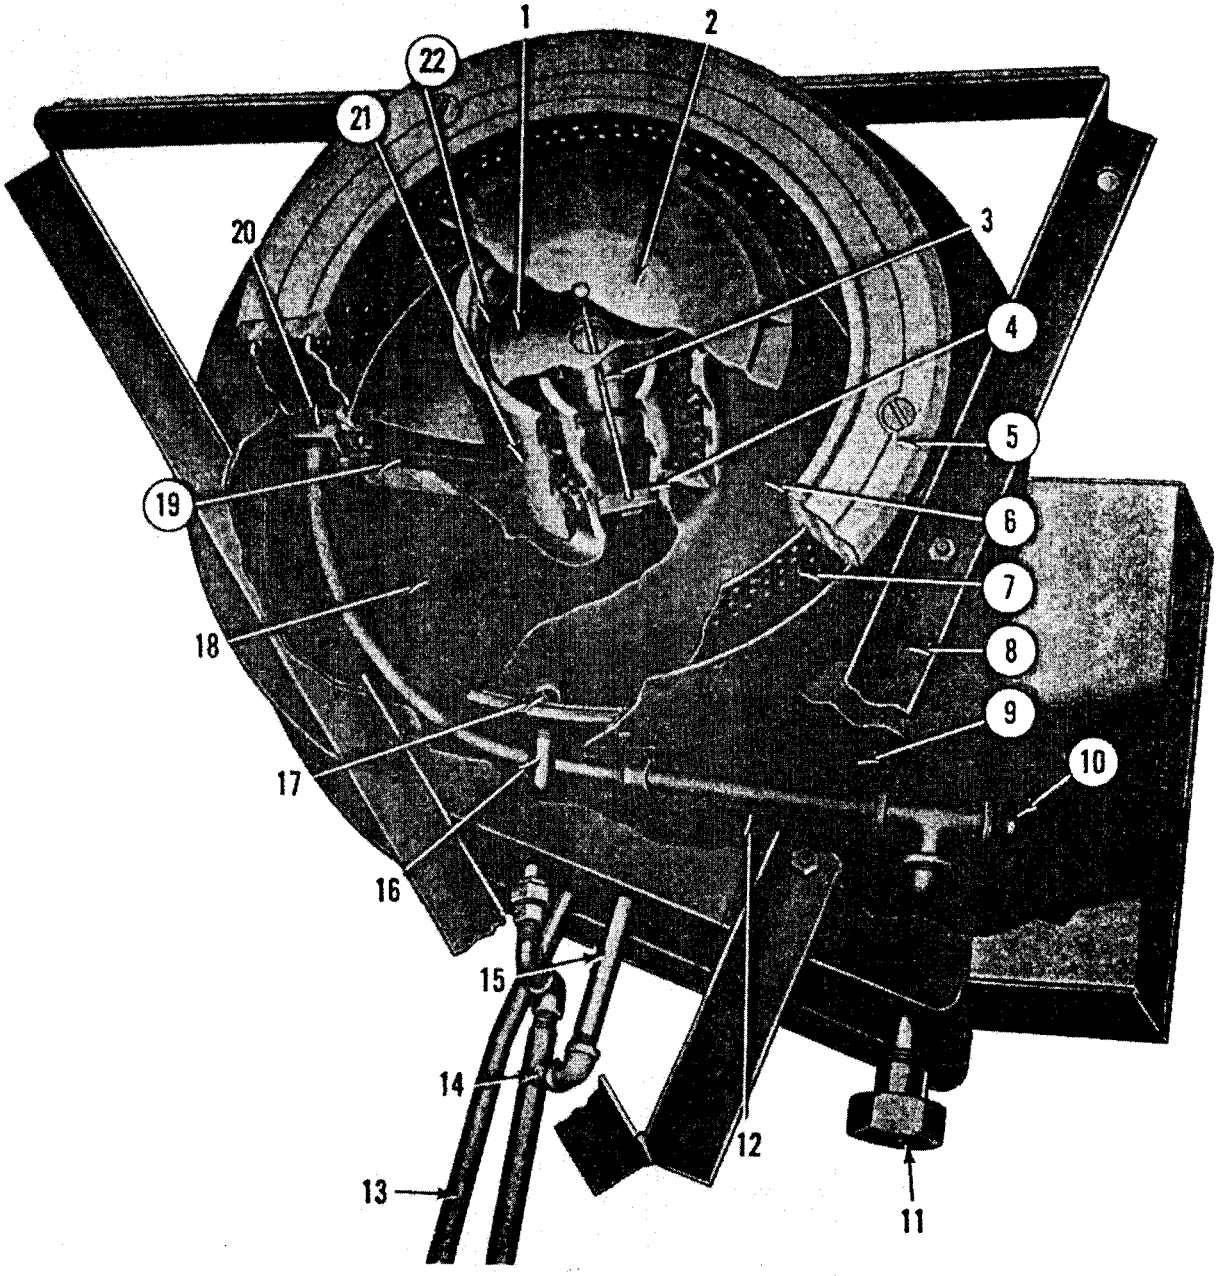
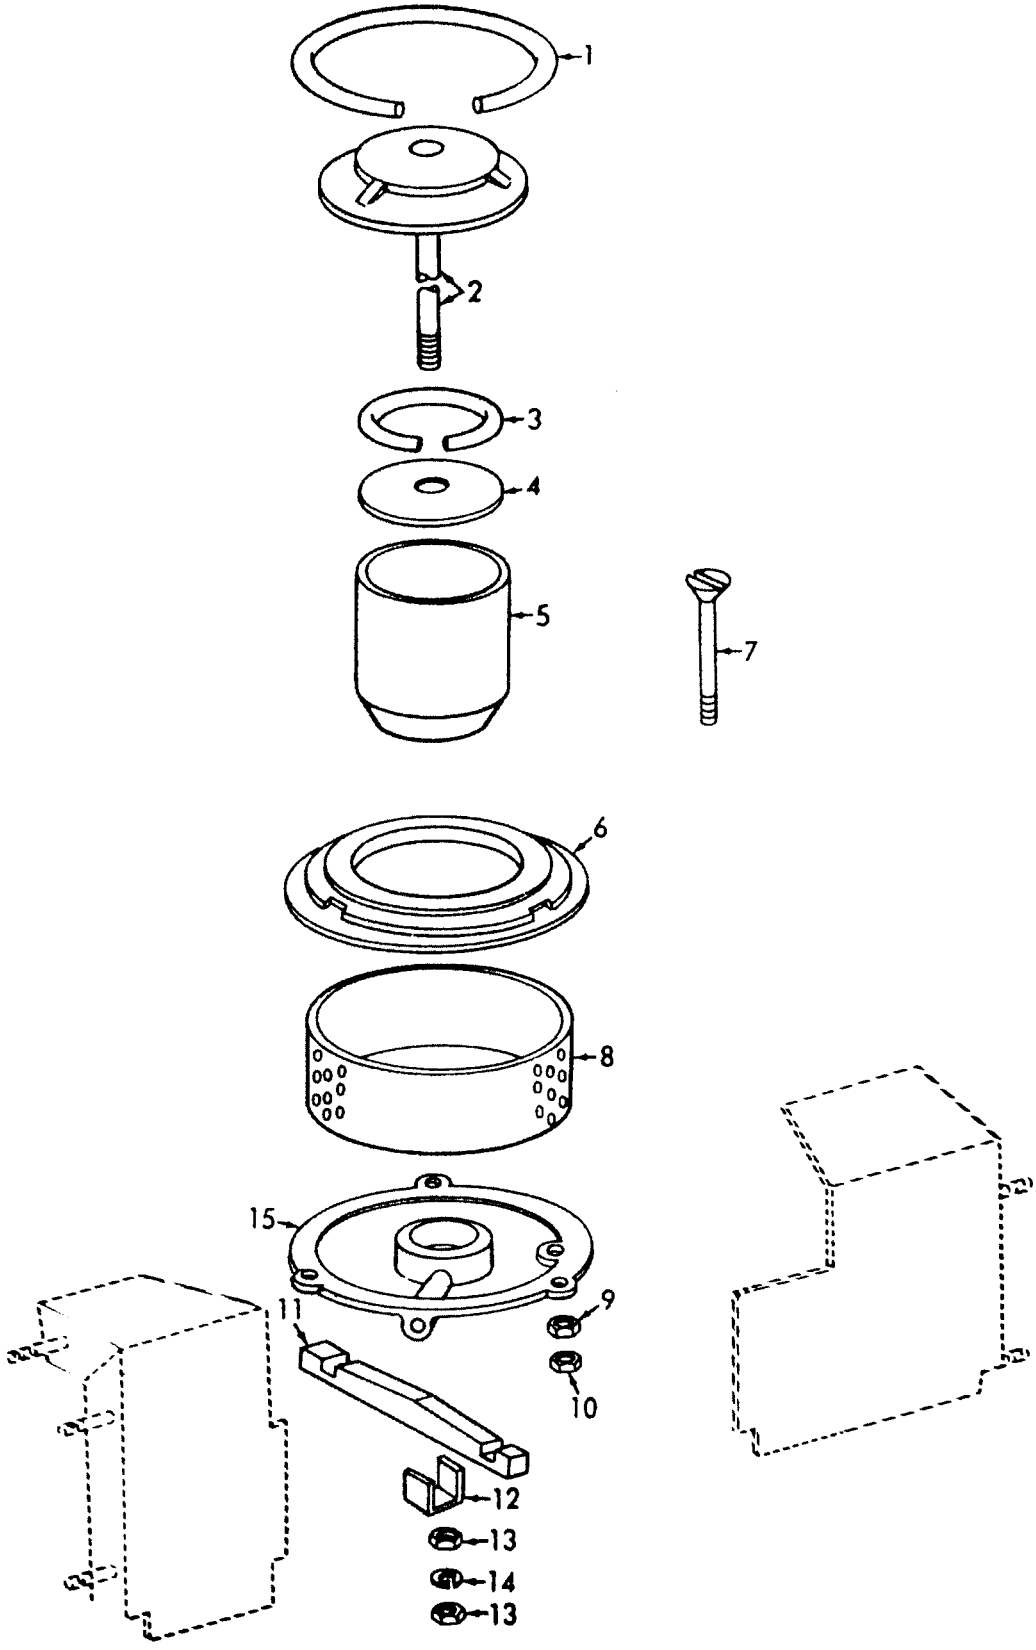

Figure 5-4. Burner, cutaway view.
Figure 5-5. Burner assembly, exploded view.
(1) Separate the gasket from the burner assembly.
(2) Remove the burner overflow nipple (16, fig. 5-4).
(3) Remove the union (11) and the nipple from the vaporizer line tee.
(4) Remove the nuts and the lockwashers holding the burner triangle hanger (8) to the burner air chamber (9) and take the hanger (8) with the burner from the air chamber.
(5) Lift the burner bowl vaporizer (6), the fuel vaporizer line (12), the central air distributor baffle (1), the flame spreader assembly (2), and the burner central air distributor assembly (21) from the burner air chamber (9).
(6) Remove the bolts (7, fig. 5-5) and nuts (9 and 10). Holding the burner bowl top retaining ring (6) to the burner, take off the ring.
(7) Lift out the burner howl perforated sleeve (8).
(8) Remove the nuts (13), the lockwasher (14), the anchor channel clip (12), and the anchor channel (1) from the burner central air distributor stud , which is attached to the flame spreader assembly (2).
(9) Begin at the top and lift off the flame spreader assembly (2) with the stud, and the central air burner distributor (5).
(10) Take the central air distributor ring (3) and the air distributor baffle (4) from the central air burner.
(11) Remove the burner fuel vaporizer line (12, fig. 5-4) from the fuel line-to-burner elbow (20)
(12) Remove the fuel line-to-burner elbow (20) from the burner bowl vaporizer (6).
(1) Refer to paragraph 5-11.
(2) Remove the burner vaporizer line (12, fig. 5-4) from the fuel line-to-burner elbow (20).
(3) Remove the elbow (20) from the burner bowl vaporizer (6).
(4) Remove the tee from the vaporizer line (12).
(1) Drain the fuel tank and the engine oil base.
(2) Remove the carburetor air cleaner.
(3) Remove the burner assembly (para 5-11).
(4) Unscrew the burner overflow nipple (16, fig. 5-4) from the vaporizer.
(5) Unscrew the metering valve-to-tee nipple from the tee.
(6) Remove the nuts and the lockwashers and separate the burner air chamber (9), with the drain tube (13), from the triangle hanger (8).